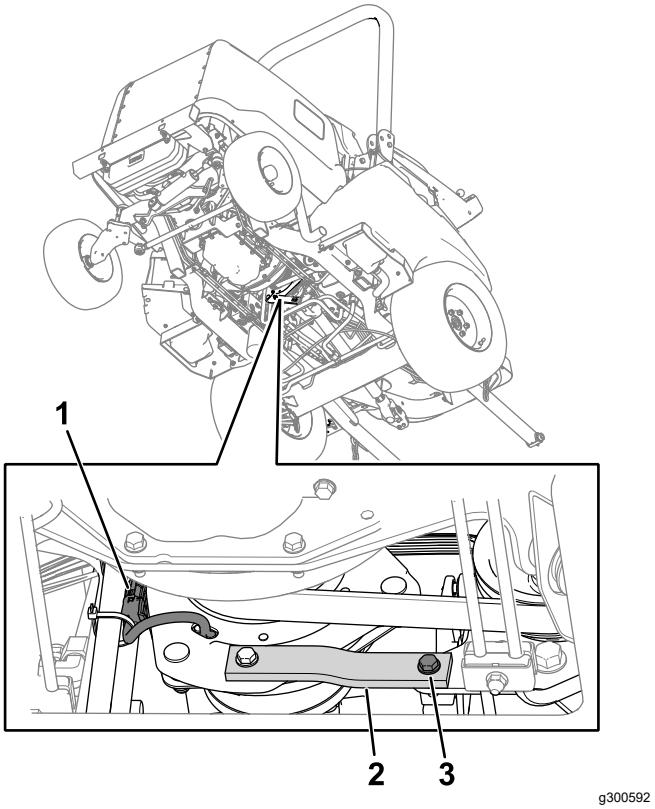

Figur 75
2. Fjern koblingens ledningskonnektor fra maskinens ledningsnet (Figur 75).
3. Fjern bolten, spændeskiven og møtrikken fra gummistroppen (Figur 75) på stellet.